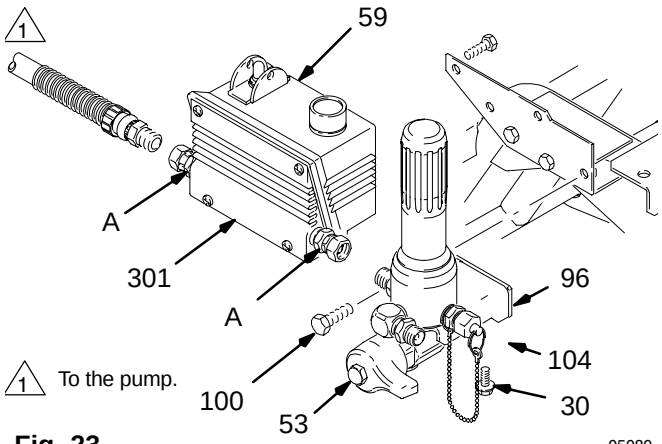

Fig. 23 05080
2. Use two wrenches and disconnect the hose at the pressure control. Hold the fitting (A) firmly. See the **CAUTION**, below. See Fig. 23.
3. Disconnect drain hose (104) at the pressure drain valve (53). Remove screw (100) and use two wrenches to disconnect the fitting between the filter and the pressure control. Hold the fitting (A) firmly. Remove the filter with the bracket (96). Loosen the two screws (30) holding the filter to the bracket (96), but do not remove them.